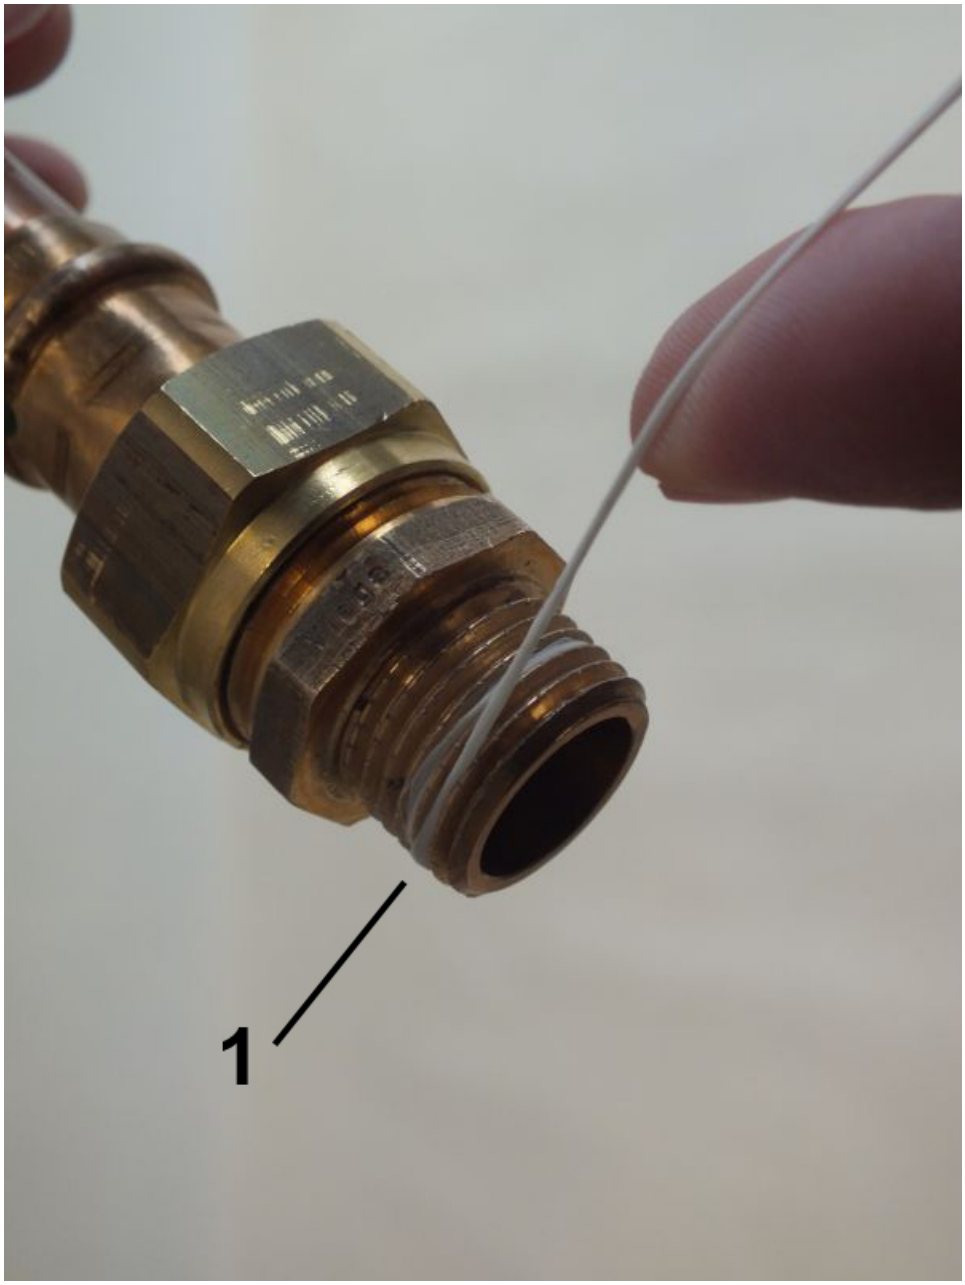

Abb. 9: Dichtfaden aufbringen
2. Dichtfaden (*Abb. 9*/1) in Gewinderichtung auf das aufgeraute Gewinde aufbringen, dabei Mengenangaben des Dichtmittel-Herstellers beachten